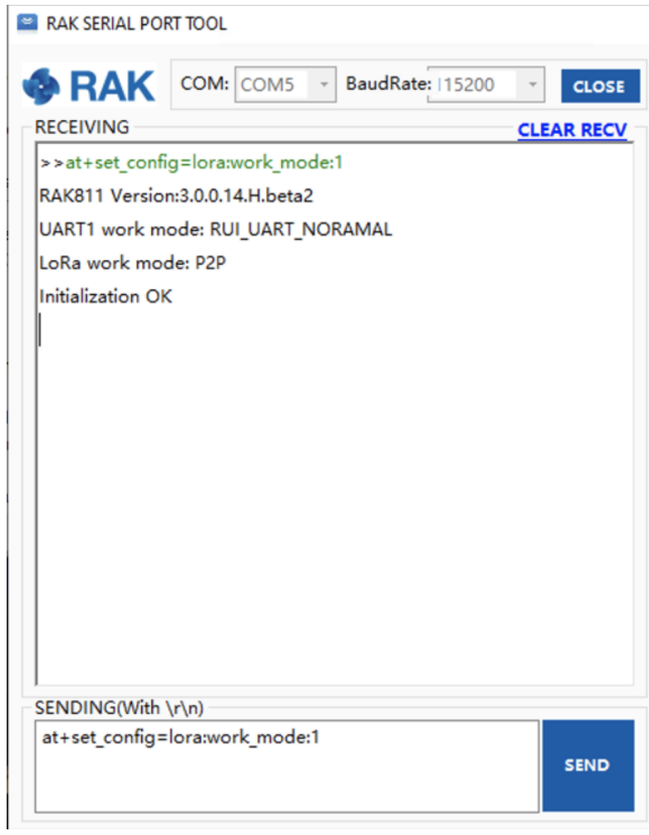

Figure 54: RAK4200 setting to LoRa P2P mode
1. To set the RAK4200 to work in LoRa P2P mode, open the RAK Serial port tool and send the command, as shown in **Figure 54**: `at+set_config=lora:work_mode:1`.